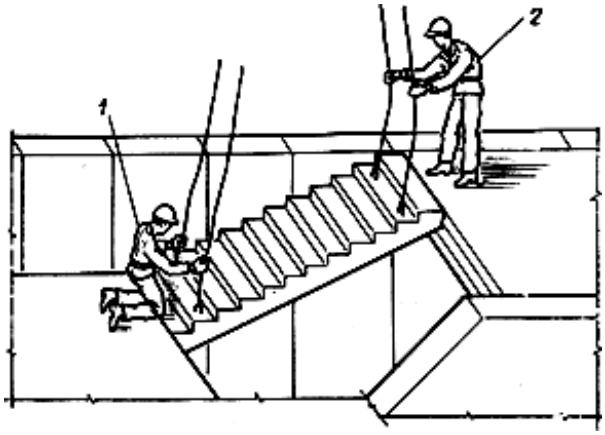

Рис.10. Схема расстроповки лестничного марша
9. Рабочий, выполняющий монтажные работы, старший в звене дает сигнал машинисту крана ослабить стропы (рис.10).